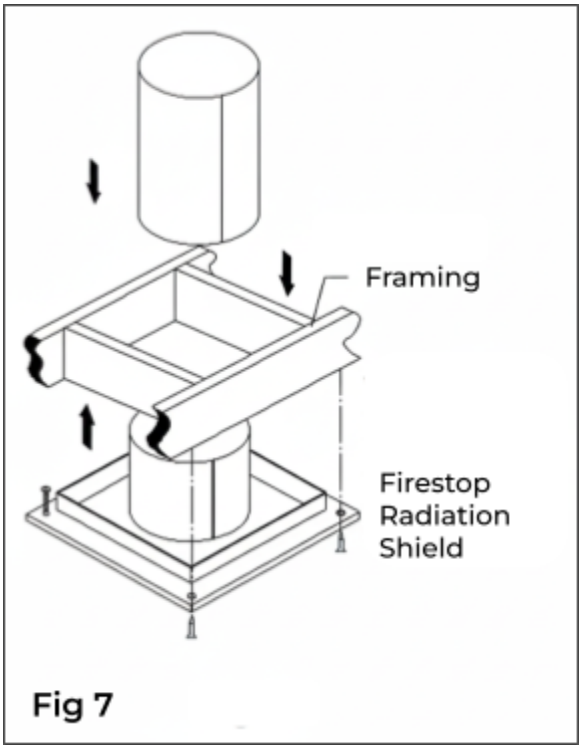

Fig 7
6. **Install Radiation Shield:** A Firestop Radiation Shield is required in multistory installations at each floor penetration above that where the Support Box is located. Example: in a multistory home where the appliance is on the ground floor (Support Box is in the 1st floor ceiling), you would need a Radiation Shield at the 2nd floor ceiling, and at the 3rd floor ceiling, etc., including where the chimney penetrates into the attic. Figure 6 shows a typical 2-story installation with an attic. Note: a Radiation Shield is **NOT** installed where the chimney penetrates through the roof. The Radiation Shield is installed on the underside of the ceiling/floor framing, with the cylindrical “tube” portion of the shield pointing upward (Fig 7). Use a minimum of either (1) 8 penny nail or (1) 1-½” #8 wood screws per corner. Refer to **Table 1** for framing requirements.